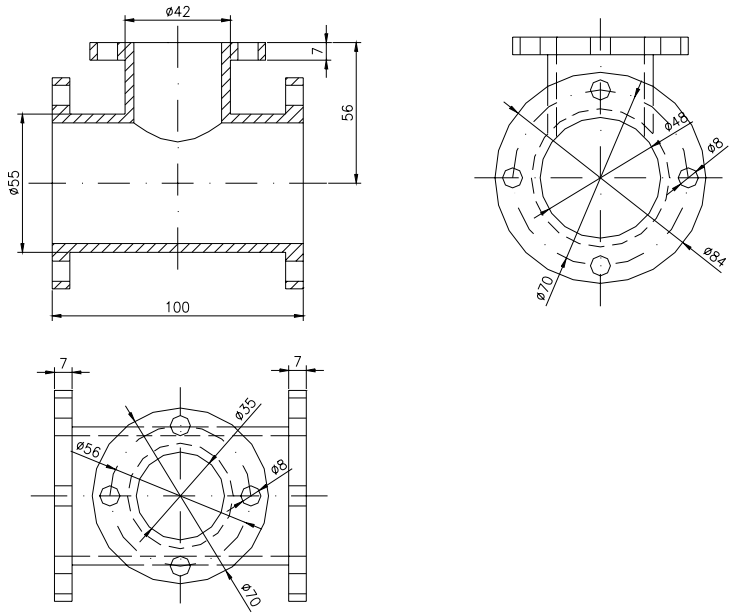

Fig. 12.38 Rezultatul final al generării automate a proiecțiilor piesei *racord*
6. Pentru înscrierea cotelor este indicat ca din PS folosind comanda ZOOM să fie mărită fereastra (proiecția) care se cotează, după care revenind în MS se face curentă fereastra respectivă. Faceți curent pentru fereastra respectivă layer-ul cu sufixul ”-DIM”. De asemenea, este important ca pe fereastra în care se înscriu cotele, planul XOY să fie în planul vederii (fig.12.38).